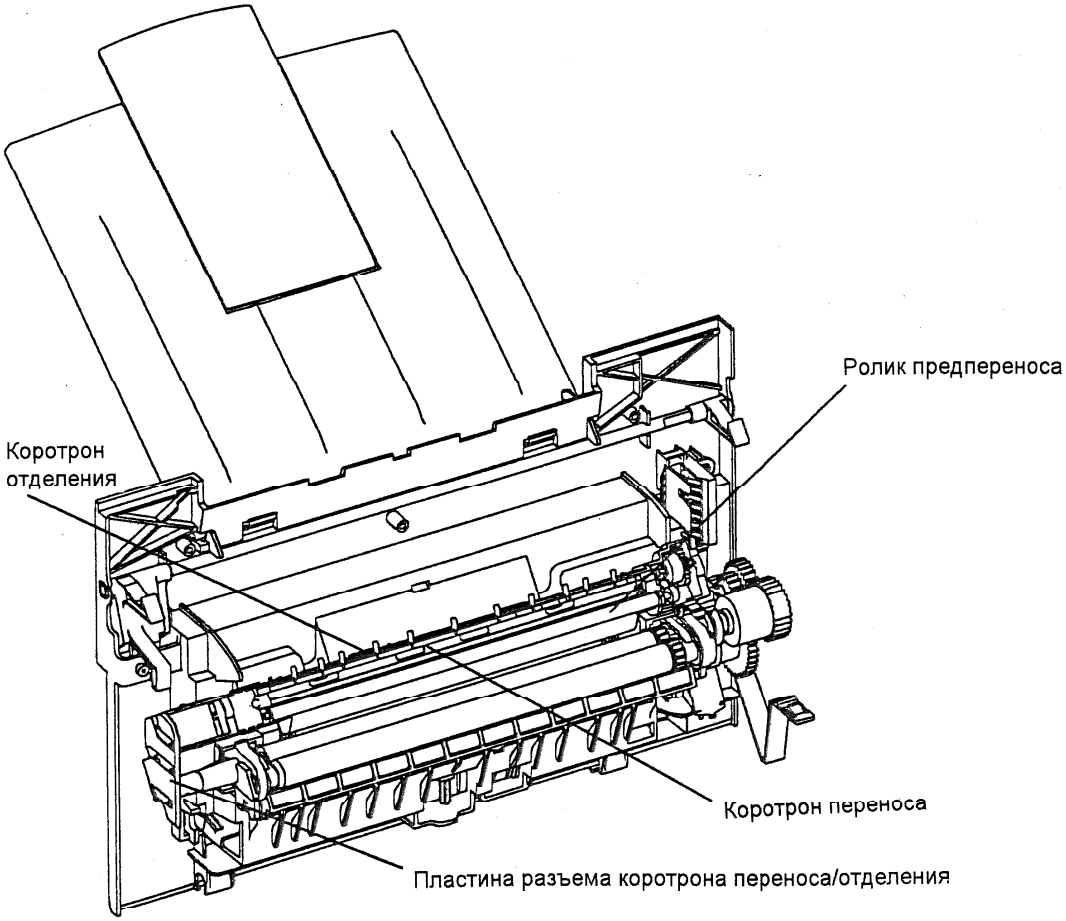

Рис. 2. Элементы модуля транспортера
1. Когда бумага покидает область регистрации, **ролик предварительного переноса** направляет ее между коротроном переноса/отделения и фоторецептором. Ролик предварительного переноса и коротрон переноса/отделения являются частями модуля транспортера (см. рис. 2).